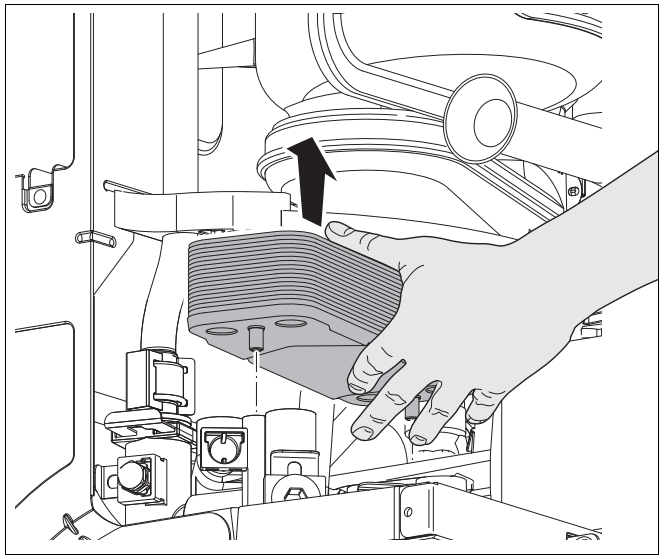

Рис. 55 Замена пластинчатого теплообменника
- Замените пластинчатый теплообменник (→ рис. 55).